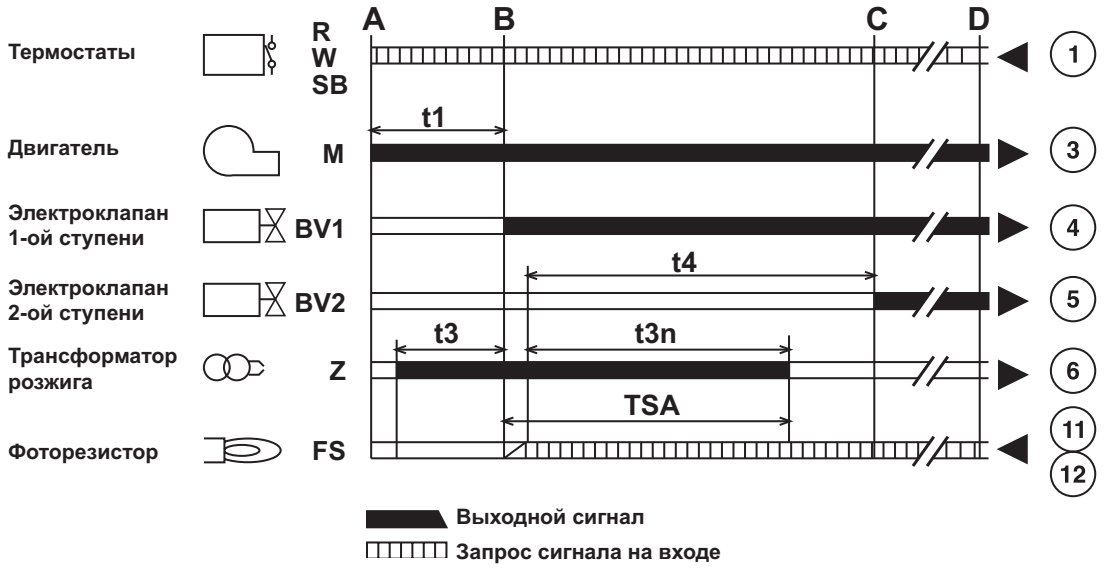

Рис. 8
- Горелка начинает работать в соответствии с приведенной диаграммой (Рис. 8):